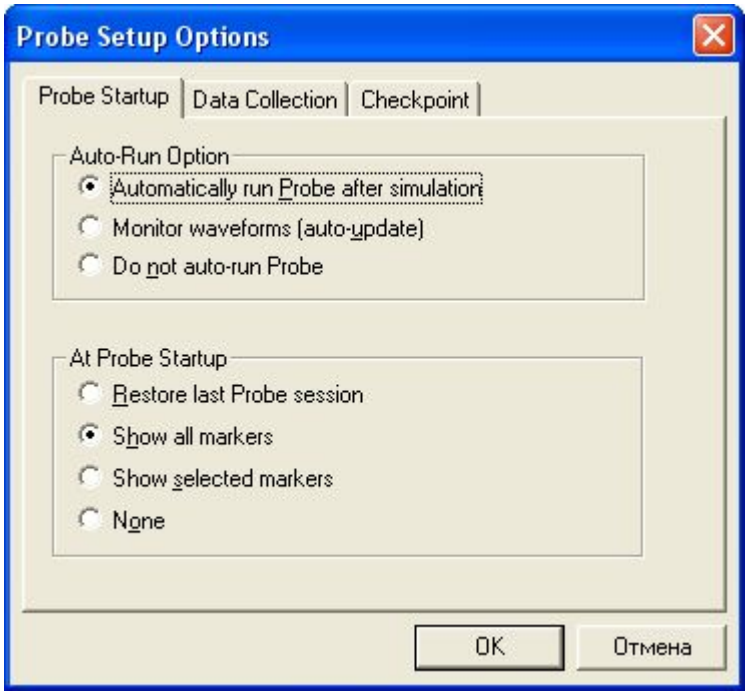

Рис. 25
2. Щелкните мышью по строке **Probe Setup** и откройте окно **Probe Setup Options** (рис. 25).